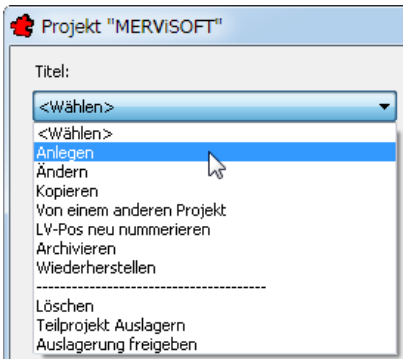

Bild 18.6 – Anlegen der ersten Ebene
- Wählen Sie aus dem Listenfeld unter der Überschrift *Titel* den Punkt *Anlegen* (Abb. 18.6).